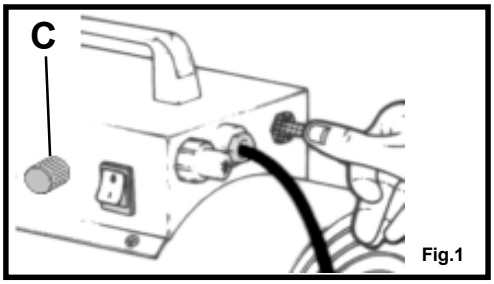

Fig.1
1. Ouvrir la bouteille de gaz et régler le réducteur (voir figure 1)